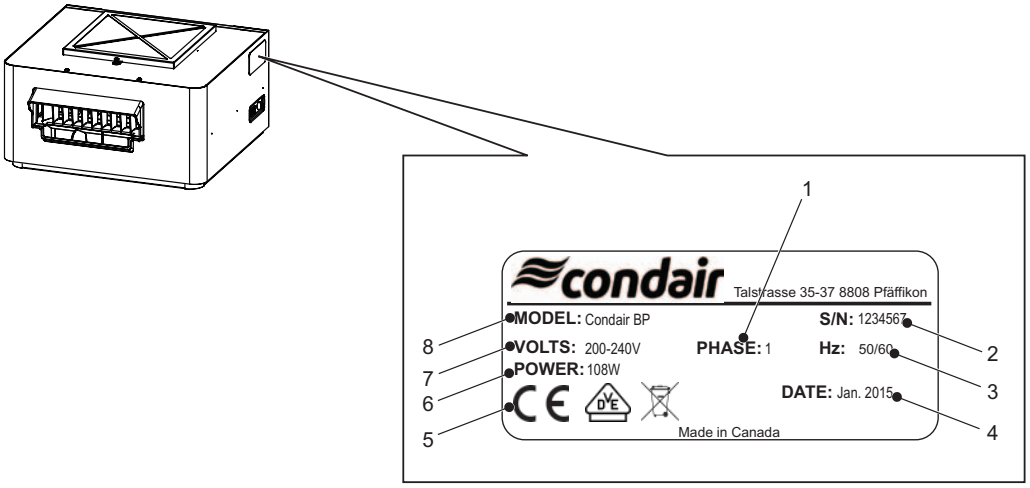

Figure 2 : Plaque signalétique de l'unité de ventilation Condair
– Vérifier que le type de modèle sur la plaque signalétique correspond à votre installation. Consulter la *Figure 2 sur la page 11*.
La plaque signalétique située sur le côté de l'unité de ventilation indique le type de modèle, le numéro de série et d'autres détails afférents. Consulter la *Figure 2*.
☐ la tension et la phase de l'alimentation secteur correspondent aux exigences de l'unité de ventilation, figurant sur la plaque signalétique. Consulter la *Figure 2 sur la page 11*.